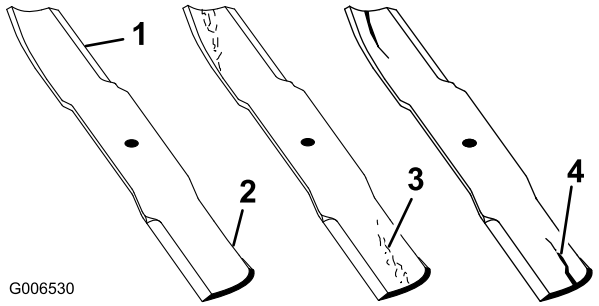

Figura 78
1. Controllate i taglienti (Figura 78). Se i taglienti non sono affilati o mostrano delle tacche, togliete le lame e affilatele. Vedere Affilatura delle lame.
2. Controllate le lame, in particolare l'area curva. Se notate incrinature, usura o scanalature in questa zona, montate immediatamente una nuova lama (Figura 78).